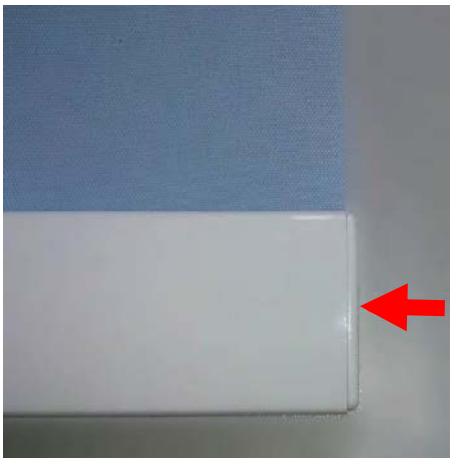

Рис.13
4) **Рейка нижняя алюминий, белая (310532-0225) (с оборачиванием тканью)**. С помощью специального оборудования установить рейку нижнюю (для более подробных инструкций см. видео по изготовлению). Используется **лента уплотняющая 8мм (310538-0000).** Установить с обеих сторон нижней рейки **заглушки нижней рейки (310535-0000)** (**Рис.13**). При установке боковых крышек для боковой фиксации может потребоваться срезать ее выступы ножом примерно на полмиллиметра.